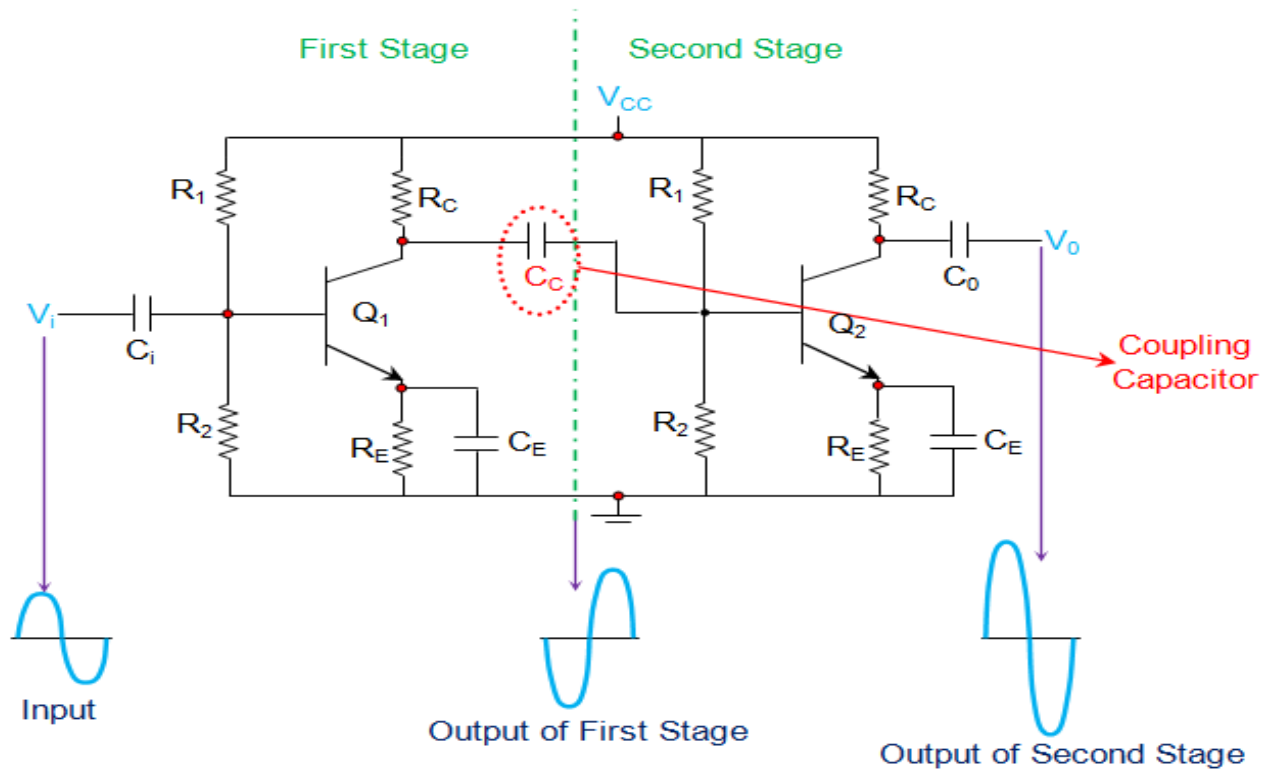

Figure 1 Two-Stage RC Coupled Amplifier
A **Resistance Capacitance (RC) Coupled Amplifier** is basically a multi-stage amplifier circuit extensively used in electronic circuits. Here the individual stages of the amplifier are connected together using a resistor-capacitor combination due to which it bears its name as RC Coupled. Figure 1 shows such a two-stage amplifier whose individual stages are nothing but the common emitter amplifiers. Hence the design of individual stages of the **RC coupled amplifiers** is similar to that in the case of common emitter amplifiers in which the resistors R_1 and R_2 form the biasing network while the emitter resistor RE form the stabilization network. Here the C_E is also called bypass capacitor which passes only AC while restricting DC, which causes only DC voltage to drop across R_E while the entire AC voltage will be coupled to the next stage.
Further it is to be noted that the cascading of individual amplifier stages increases the gain of the overall circuit as the net gain will be the product of the gain offered by the individual stages. However in real scenario, the net gain will be slightly less than this, due to the loading effect. In addition, it is important to note that by following the pattern exhibited by Figure 1, one can cascade any number of common emitter amplifiers but by keeping in mind that when the number of stages are even, the output will be in-phase with the input while if the number of stages are odd, then the output and the input will be out-of-phase.